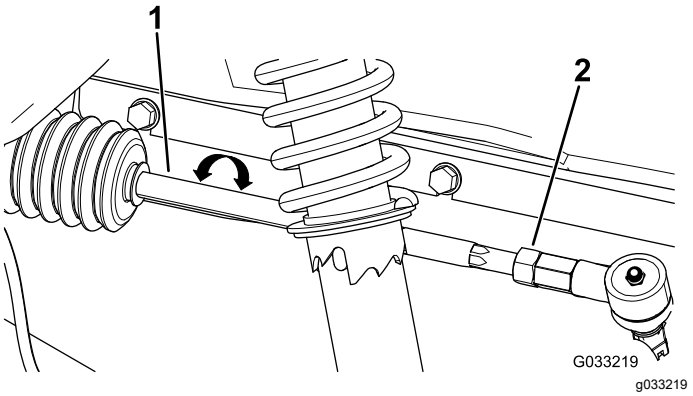

**Figur 49**
3. Hvis målingen ikke falder inden for 0 til 6 mm, skal kontramøtrikkerne løsnes i den ydre ende af forbindelsesstængerne (Figur 49).